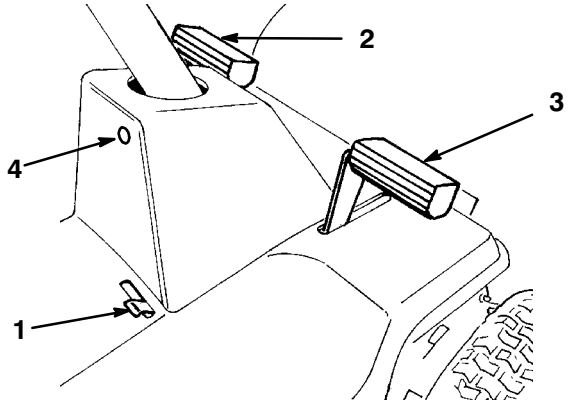

Bild 8
Das Kupplungspedal (Bild 8) wird zusammen mit dem Schalthebel benutzt. Drücken Sie das Kupplungspedal voll durch, wenn Sie Gänge schalten und jedes Mal, wenn Sie die Bremse benutzen.
Drücken Sie das Bremspedal (Bild 8), um die Zugmaschine abzubremsen oder zum Stillstand zu bringen. Wenn Sie das Pedal drücken, greift eine Bremsbacke in die Bremsscheibe an der Seite der Antriebsachse ein. Vergessen Sie nicht, das Kupplungspedal zu drücken, wenn Sie die Bremse benutzen.
Benutzen Sie die Feststellbremse (Bild 8) zusammen mit dem Bremspedal. Wenn Sie das Pedal durchdrücken, hält das Ende des Feststellbremshebels das Bremspedal in der gedrückten Stellung, und ein Bremsklotz beißt in die Bremsscheibe an der Seite der Antriebsachse.
2. Bewegen Sie den Feststellbremshebel (Bild 8) zur Seite und lassen das Bremspedal los.